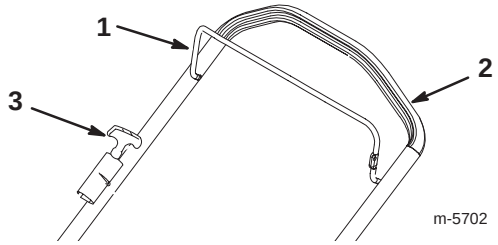

Figure 7
The starter handle and the blade control bail are on the handle as shown in Figure 7.
3. Hold the blade control bail against the handle (Fig. 7).
4. Pull the starter handle lightly until you feel resistance, then pull it sharply (Fig. 7). Allow the rope to return to the handle slowly.